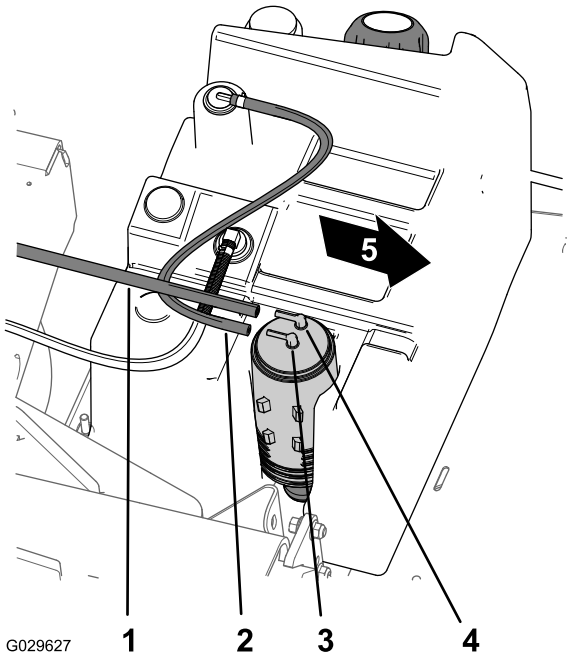

Figur 53
1. Fjern vakuumslangen fra fittingen på kulfilterbeholderen med betegnelsen Purge (Figur 53).
2. Fjern brændstoftankens slange fra fittingen på kulfilterbeholderen med betegnelsen Fuel Tank (Figur 53).
8. Monter vakuumslangen på fittingen på kulfilterbeholderen med betegnelsen Purge, og brændstoftankens slange på fittingen med betegnelsen Fuel Tank (Figur 53).